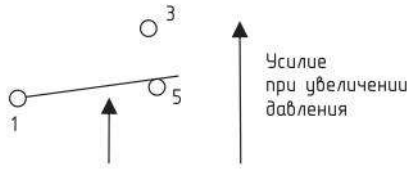

Рисунок 1 – Диаграмма срабатывания реле давления РДф
1.3.2.2 При снижении давления и достижении предела $P_{уст.}$–$P_{диф.}$ происходит переключение однополюсного механического контакта, контакты 1 и 3 размыкаются, а контакты 1 и 5 – замыкаются (смотри рисунок 1).